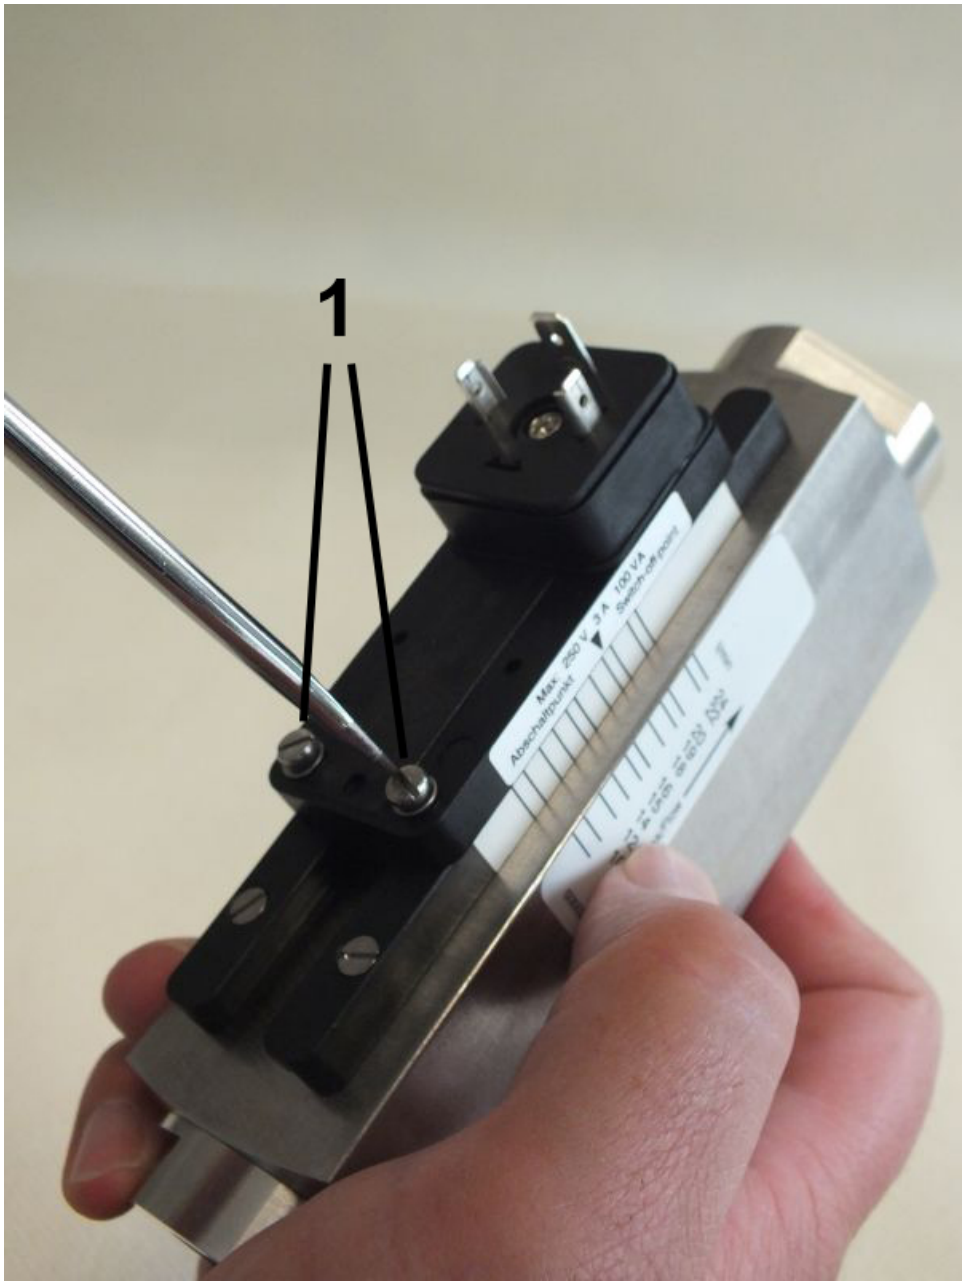

Abb. 59: Feststellschrauben lösen
3. Feststellschrauben (*Abb. 59*/1) des Schaltkontaktes mit einem Schlitzschraubendreher so weit lösen, dass er sich frei verschieben lässt
11. Feststellschrauben (*Abb. 59*/1) wieder festdrehen, dabei Anziehdrehmoment einhalten (➦ *Kapitel 11.1 „Schrauben-Anziehdrehmomente“ auf Seite 90*)